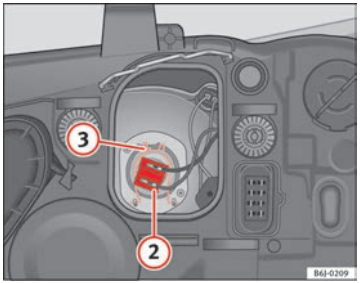

Fig. 133 Dipped beam headlights
– Remove the connector ⇒ fig. 133 (2) from the bulb.
– Unclip the retainer spring ⇒ fig. 133 (3) pressing inwards to the right.